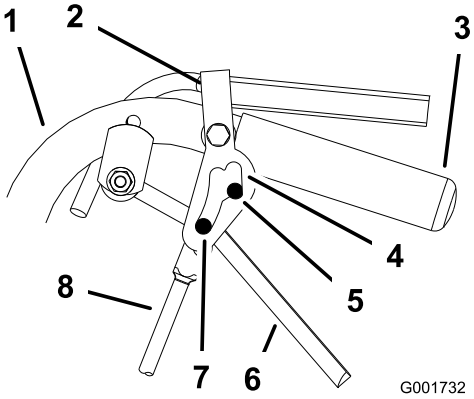

Figura 38
5. Quite y ponga el bloqueo de punto muerto comprobando que la rueda no gira (Figura 38). Continúe con este proceso hasta que la rueda no gire.